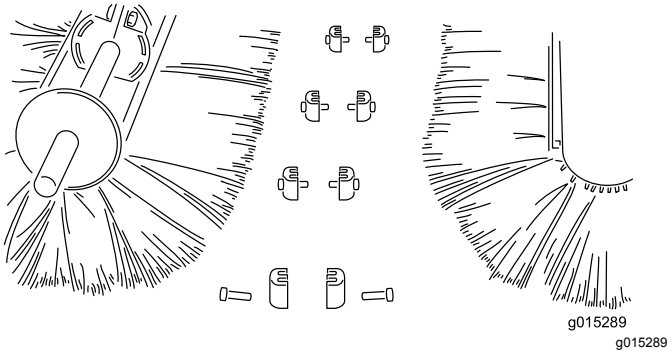

Figur 30
4. Skill børstehalvdelene fra hverandre, og kast de(n) skadede delen(e) (Figur 30).